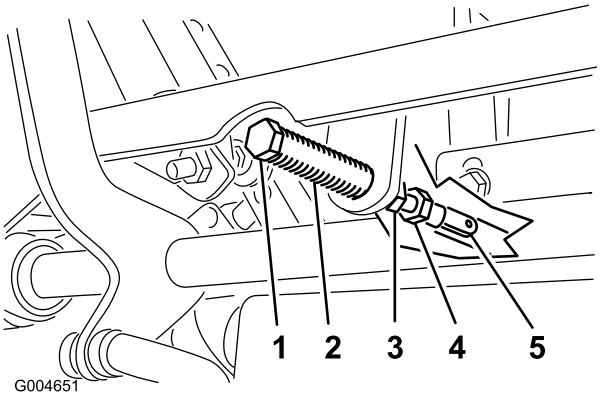

Figuur 53
5. Trek de hendel naar achteren totdat de gaffelpen (op de arm boven de draaias) contact maakt met het uiteinde van de sleuf (en net druk op de veer begint uit te oefenen); zie Figuur 53.
7. Als de rijhendel moet worden afgesteld, draait u de moer en de contramoer tegen de gaffel (Figuur 53).
8. Oefen een lichte achterwaartse druk uit op de rijhendel en draai de kop van de stelbout in de juiste richting totdat de rijhendel in de VERGRENDELDE NEUTRAALSTAND is gecentreerd (Figuur 53).
9. Draai de moer en de contramoer vast (Figuur 53).
10. Draai de contramoeren op de kogelverbindingen vast (Figuur 53).